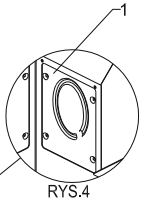

RYS.4
UWAGA: ZAŚLEPKĘ Z WYCIĘCIEM (1) PRZYKRĘCIĆ JAK POKAZUJE RYS.4